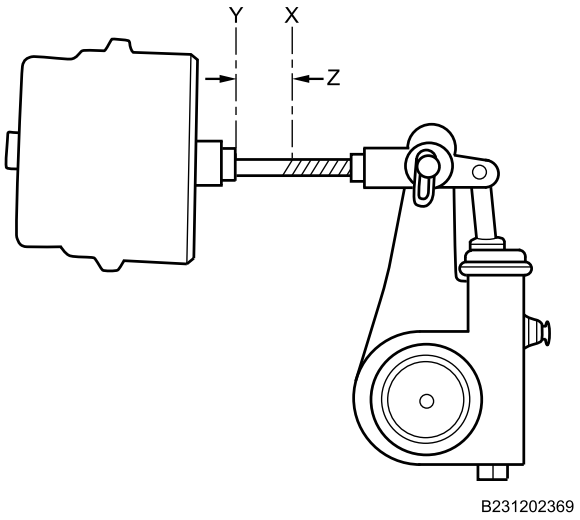

Figure 5. Pushrod Travel.
6. Have assistant apply brake pedal. Mark pushrod where it exits air chamber. This point is Y (Figure 5).
7. Measure distance between X and Y to obtain Z (Figure 5). This is the pushrod travel measurement. Pushrod travel specification is 2.5 inches (63.5 mm) maximum.